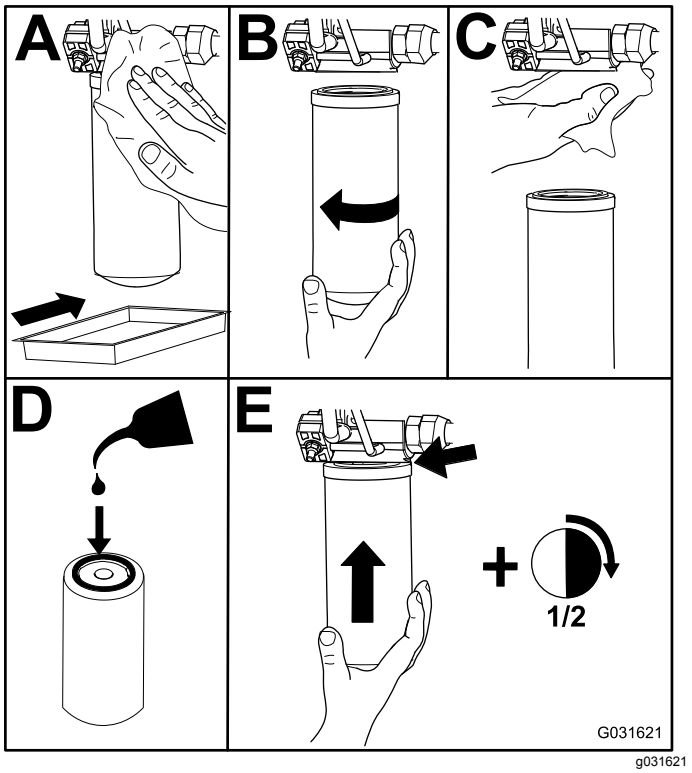

Figuur 103
2. Vervang de hydraulische filters (Figuur 103).